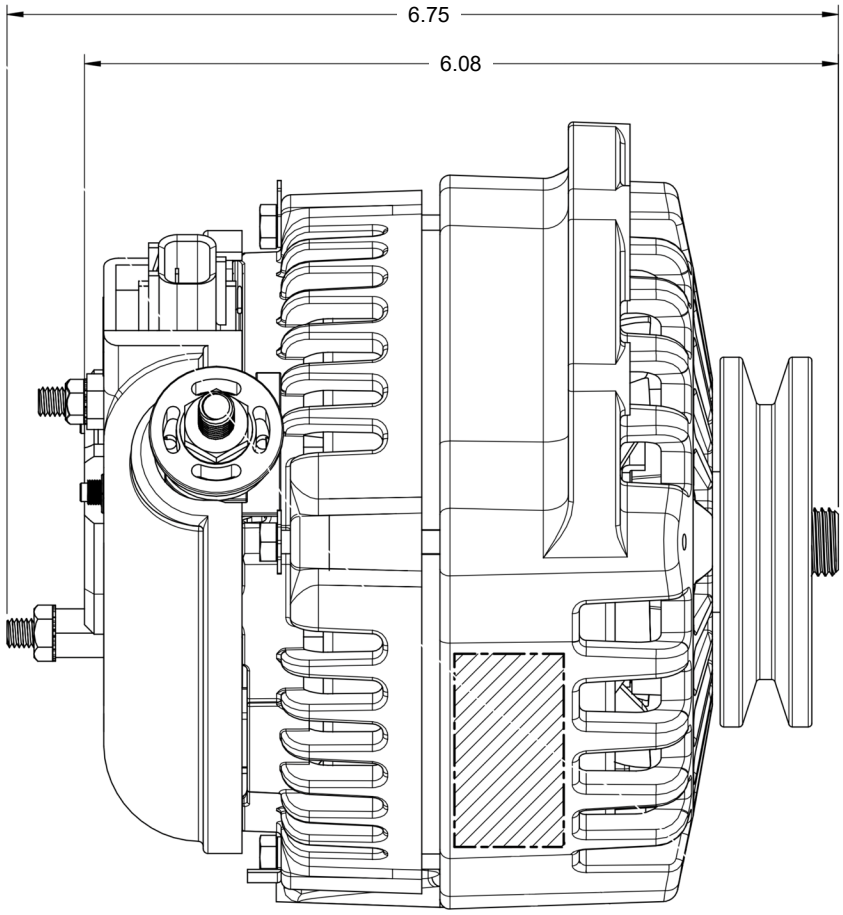

Fig. 2-3 - ALT-FLX Alternator - Side View 1
(1) The basic dimensions (in.) of the alternator are shown in Fig. 2-3 thru 2-5.